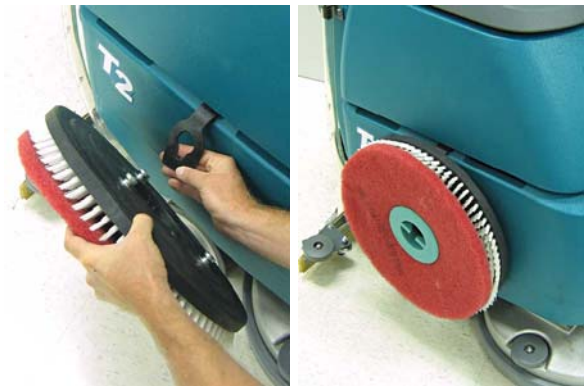

FIG. 13
7. When transporting or storing machine, remove the brush and hang it on the storage strap (Figure 13).